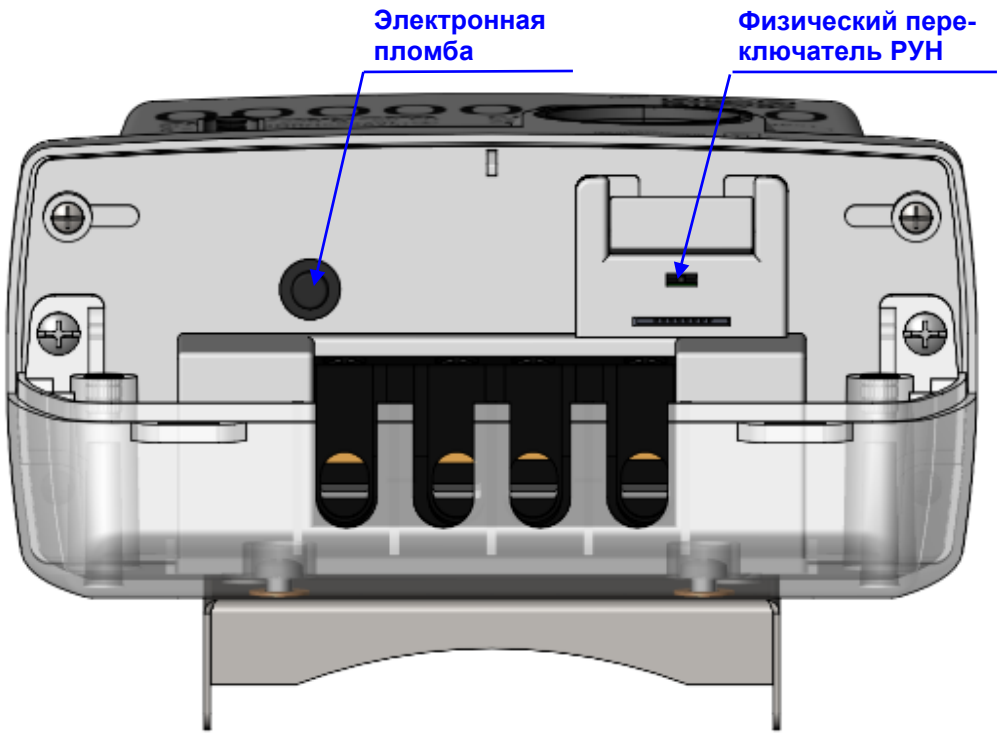

Рисунок 17 – Исполнения счетчиков CE208 C4 с физическим переключателем РУН без сменного модуля
- световой индикатор функционирования «СЕТЬ» (1);
- один световой индикатор учета активной энергии (A) и один световой индикатора учета реактивной энергии (R) (2);
- элементы оптического порта (3);
- трехпозиционный физический переключатель (см. рисунок 17);
- прозрачная крышка зажимов (4).